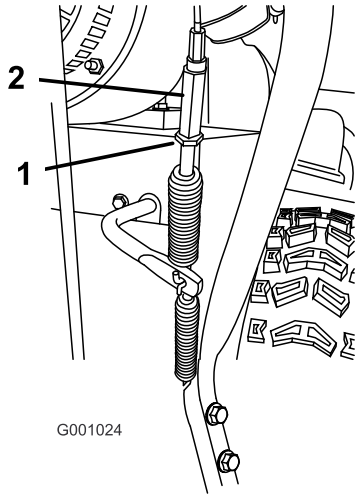

Figur 38
5. Løsne låsemutteren (Figur 38).
6. Løsne eller stram til spennmutteren som tilpasser kabelspenningen (Figur 38).